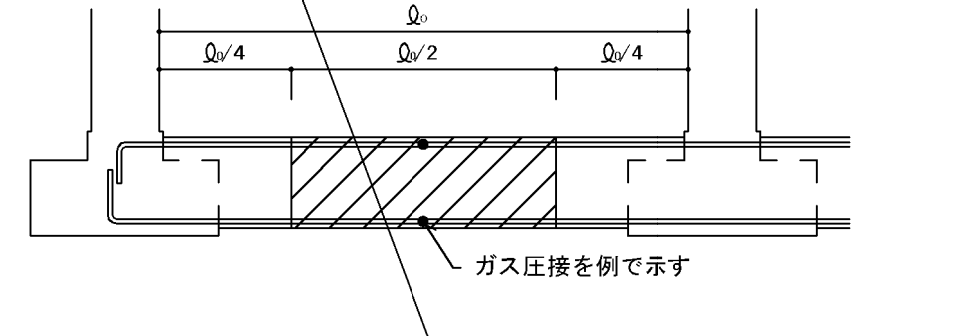

図5.2　主筋の継手、定着及び余長（その１）
(2) 独立基礎で基礎梁にスラブが付かない場合の主筋の継手、定着及び余長は、図5.2による。